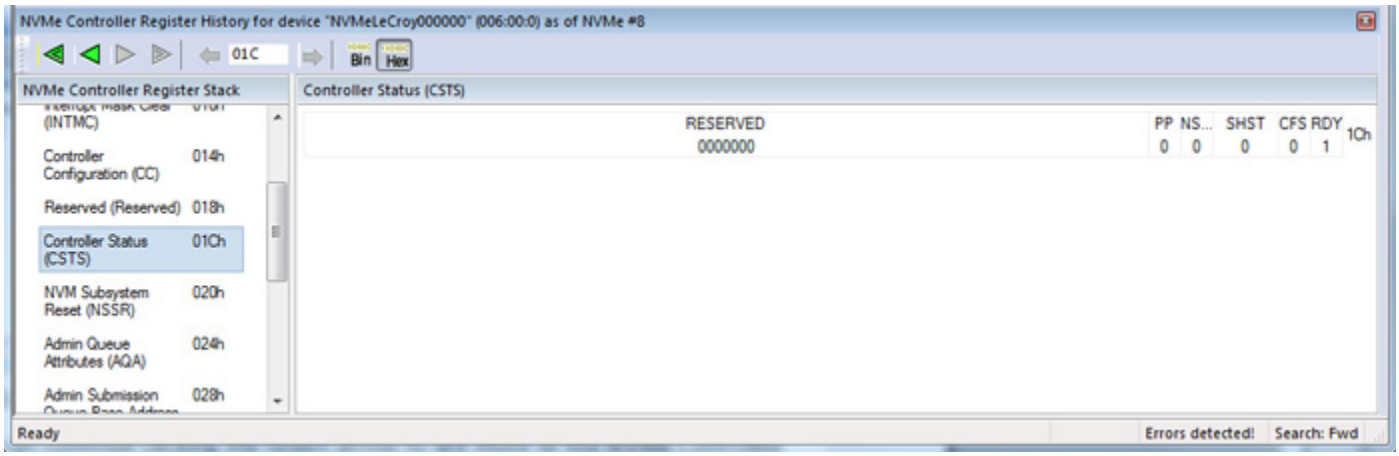

Figure 6.67: NVMe Controller Registers: Controller Status (CSTS) 01Ch
7. You can continue clicking the Green arrow to see more of the NVMe Controller Register Stack. See Figure 6.67.